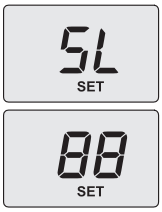

Рисунок 7.7
- Чтобы перейти к калибровке газового минимума, нажмите кнопку 1 (Рисунок 3.1). На дисплее появится символ **S-L**, чередующийся с параметром минимальной абсолютной мощности, и надпись "**SET**" (Рисунок 7.7).